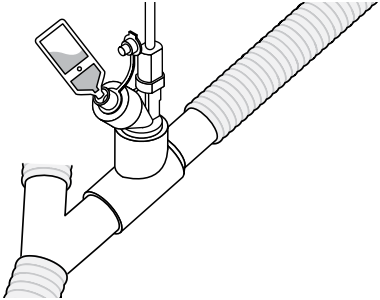

Abbildung 16. Füllen des Verneblers mit einer vorgefüllten Ampulle
2. Eine vorgefüllte Ampulle oder Spritze verwenden, um das Medikament in den Einfüllanschluss des Verneblers einzufüllen (Abbildung 16).